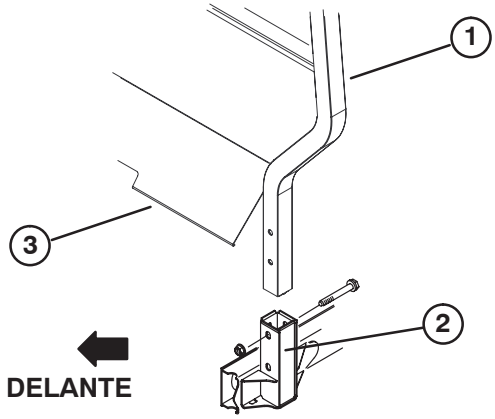

Figura 6
1. Introduzca cada lado del ROPS en el soporte de montaje a cada lado del bastidor del vehículo, posicionando el ROPS según muestra la Figura 6.